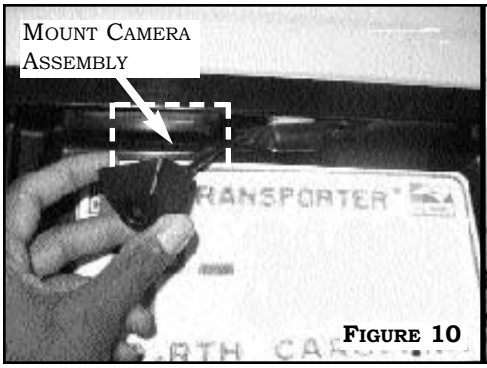
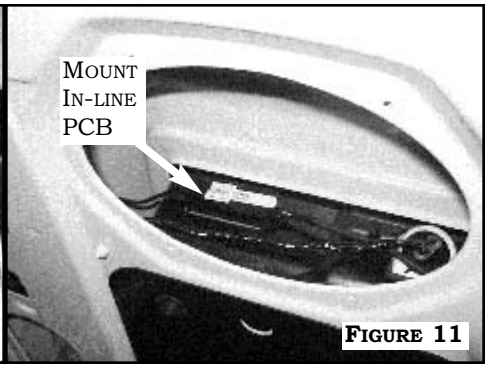

Figure 10
Figure 11
1. Clean the top left side of license plate cavity with alcohol. Peel the clear liner off the back of the **Rear Camera Assembly**. Mount the Rear Camera Assembly to the license plate cavity as Shown in **Figure 10**. Insert in-line PCB with camera connectors behind license plate light through to backside of rear door. Mount PCB inside rear door. **Figure 11**. Disconnect camera harness at the(center) **6-pin DIN** connector and discard. Connect the camera harness to the extension harness. Wrap connections with foam tape.